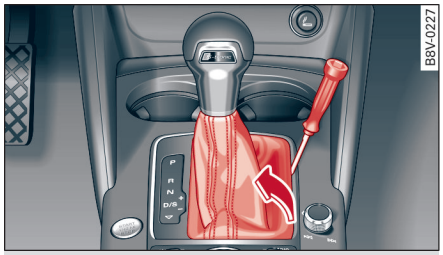

图 108 选档杆：取下封闭盖
- 将螺丝刀平的扁平侧从侧面插入换档杆防尘套旁边的槽口，然后撬起换档杆防尘套 ⇨ *图 108*。